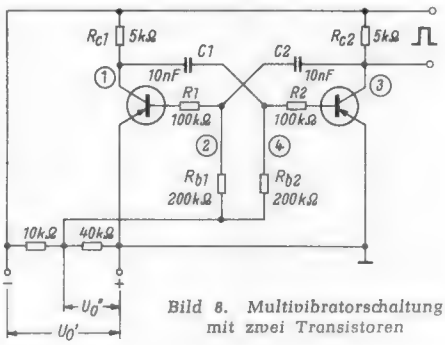

Bild 8. Multivibratorschaltung mit zwei Transistoren
Bild 8 zeigt die einfache Schaltung. Sie gehört eigentlich in das Kapitel „der Transistor als Schalter", da die Transistoren (theoretisch unendlich rasch) zwischen zwei Schaltzuständen wechseln.
Die Arbeitsweise der Schaltung Bild 8 ist die folgende. Zunächst möchte man annehmen, daß beide Transistoren sich im leitenden Zustand befinden werden, da jeweils ihre Basis negativ vorgespannt ist und daher die Kollektorströme fließen können. Dieser Zustand ist jedoch nicht stabil. Wächst z. B. aus irgend einer Ursache der Kollektorstrom des linken Transistors ein wenig, so ändert sich das Potential an (1) zu positiven Werten hin, über den Kondensator C 1 aber auch das Potential an (4). Damit nimmt der Basis-, zugleich auch der Kollektorstrom des *rechten* Transistors zu. Nun wird aber das Potential an (3) sowie an (2) negativer, so daß der Strom über den linken Transistor weiter wächst, der rechte Transistor dagegen ins Sperrgebiet getrieben wird. Dieser Vorgang verläuft sehr rasch. Die Kondensatorladungen fließen nun über Widerstände und Transistoren ab, wobei der rechte, gesperrte Transistor ins leitende Gebiet gerät, also einen anwachsenden Kollektorstrom erhält, der wie besprochen das rasche Umschalten beider Transistoren einleitet. An den Punkten (1) und (3) erscheinen wechselseitig Rechteckimpulse, deren Folgefrequenz wesentlich von der Größe des Kondensators C 1 bzw. C 2 bestimmt wird.